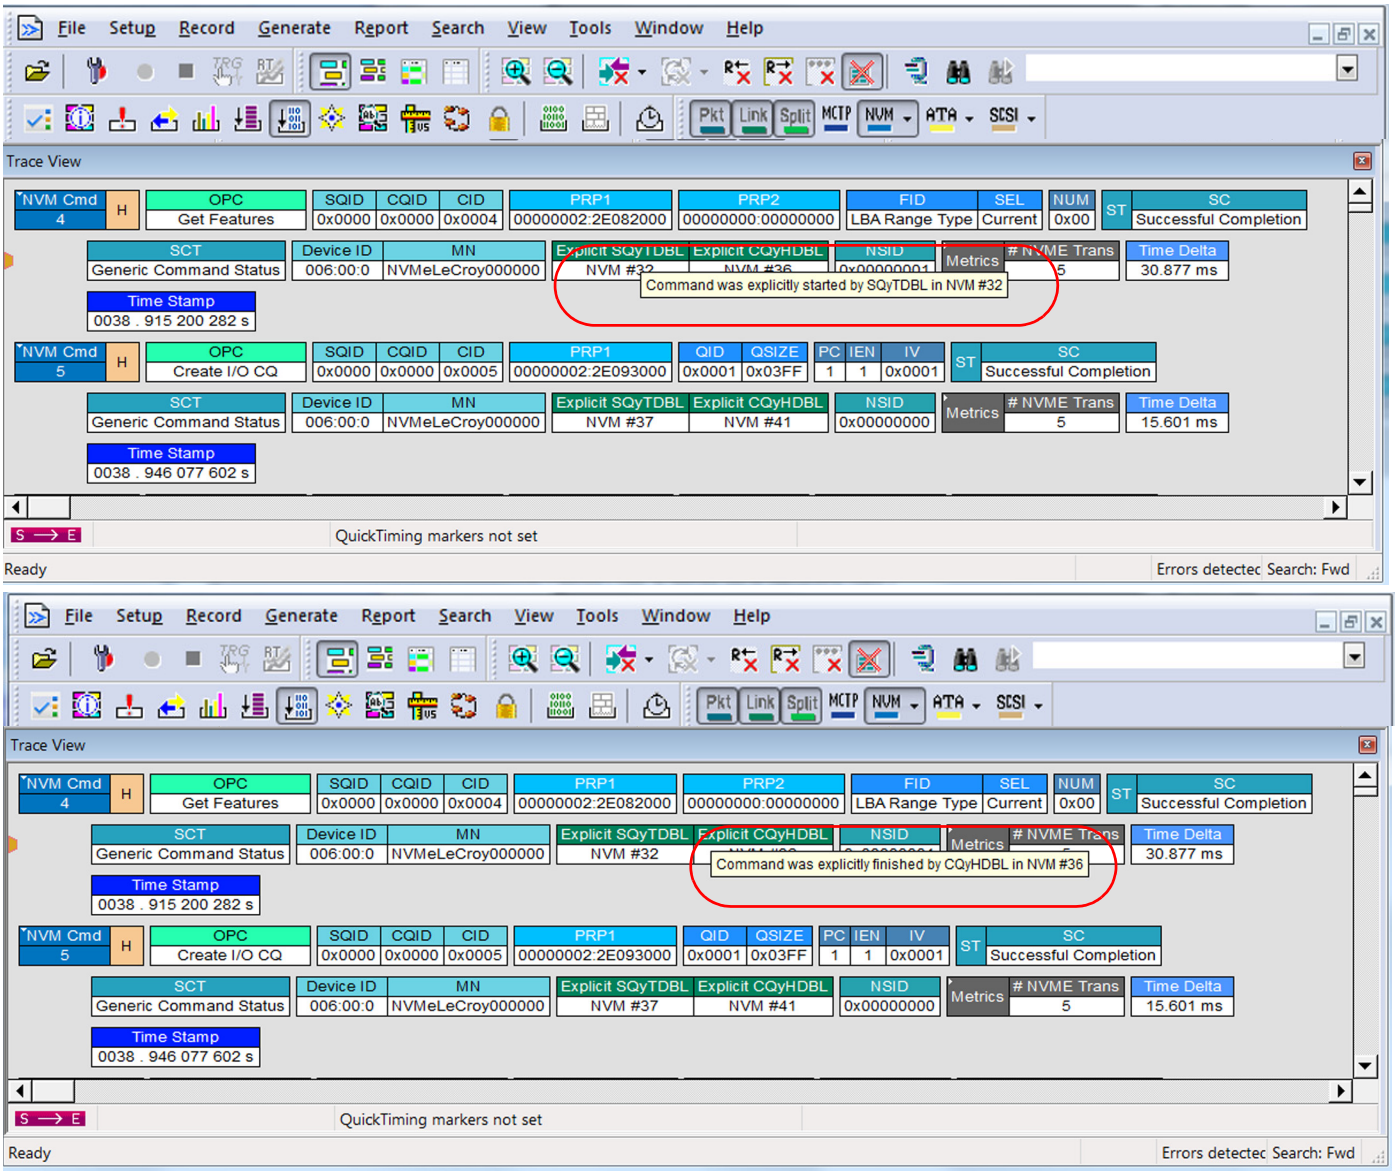

Figure 6.51: NVMe Decoding: Example of Explicit Doorbell in Trace with Tool Tips
- Explicit (NVMe command contain concrete DBL). See Figure 6.51 on page 422.
- For SQyTDBL: Command was explicitly/implicitly initiated by SQyTDBL in NVMe #number (See Figure 6.51 on page 422)